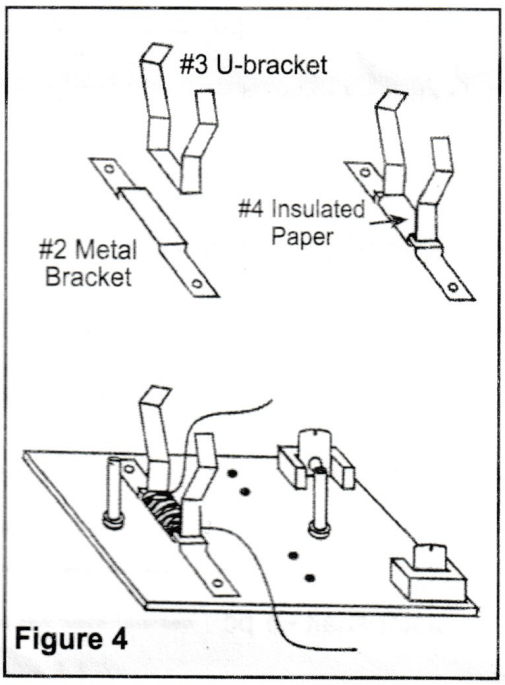

Figure 4
3. Attach the "U" shaped bracket (#3) to the metal bracket (#2) by first wrapping the smaller piece of insulation paper (#4) around both brackets with the glossy side down. If the paper is too wide, trim to fit the "U" shaped bracket. Wrap the paper all the way around both brackets so as to bind them together (see Fig. 4). Leaving about 4cm of wire, start wrapping one of the coils of magnet wire around both brackets. When you get close to the end of the roll, stop when you have about 8cm left. Place the bracket on the base, lining up the holes marked number 5 and number 6 (see Fig. 1) on the base and as in the illustration. Place screws into the holes and thread on the hex nuts from the underside of the base.